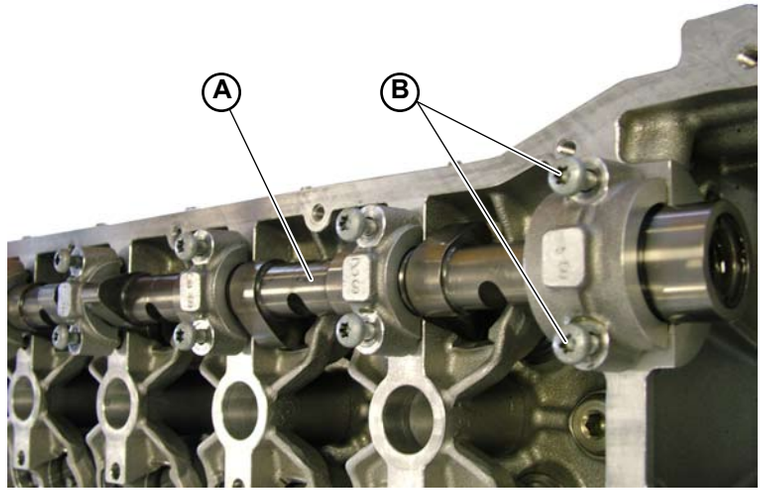

Fig.1
1. Remove the supports of the camshafts **(A-Fig.1)**, unscrewing the relative pairs of screws **(B-Fig.1)**.